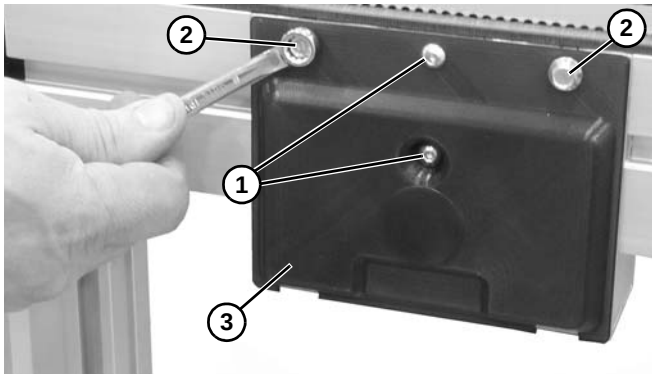

Figure 29
2. Remove button head screws **(Figure 29, item 1)**.
3. Remove hex flange screws **(Figure 29, item 2)** and mid drive cover **(Figure 29, item 3)**.